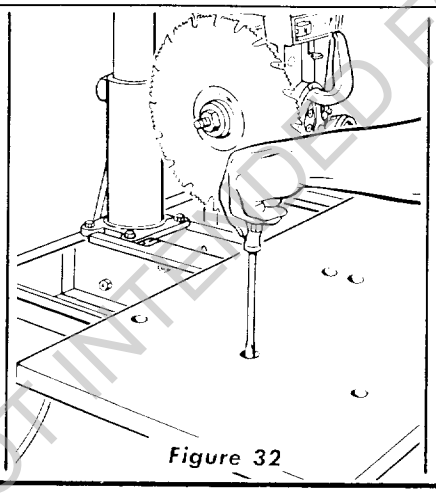

Figure 32
(3) Recheck . . . and, if correct, tighten all table hold-down screws securely. (See figure 32.)